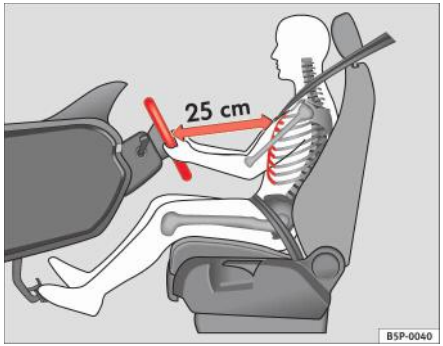

Fig. 114 Poziția de şedere corectă pentru şofer
– Reglați volanul până la obținerea poziției corecte ⇒ fig. 114.
- **Reglați scaunul şoferului sau volanul astfel încât să existe o distanță de minim 25 cm între volan şi pieptul dumneavoastră ⇒ pagina 165, fig. 114. Dacă distanța minimă nu este respectată, airbagul nu va asigura protecția necesară. Pericol de accidentare fatală.**